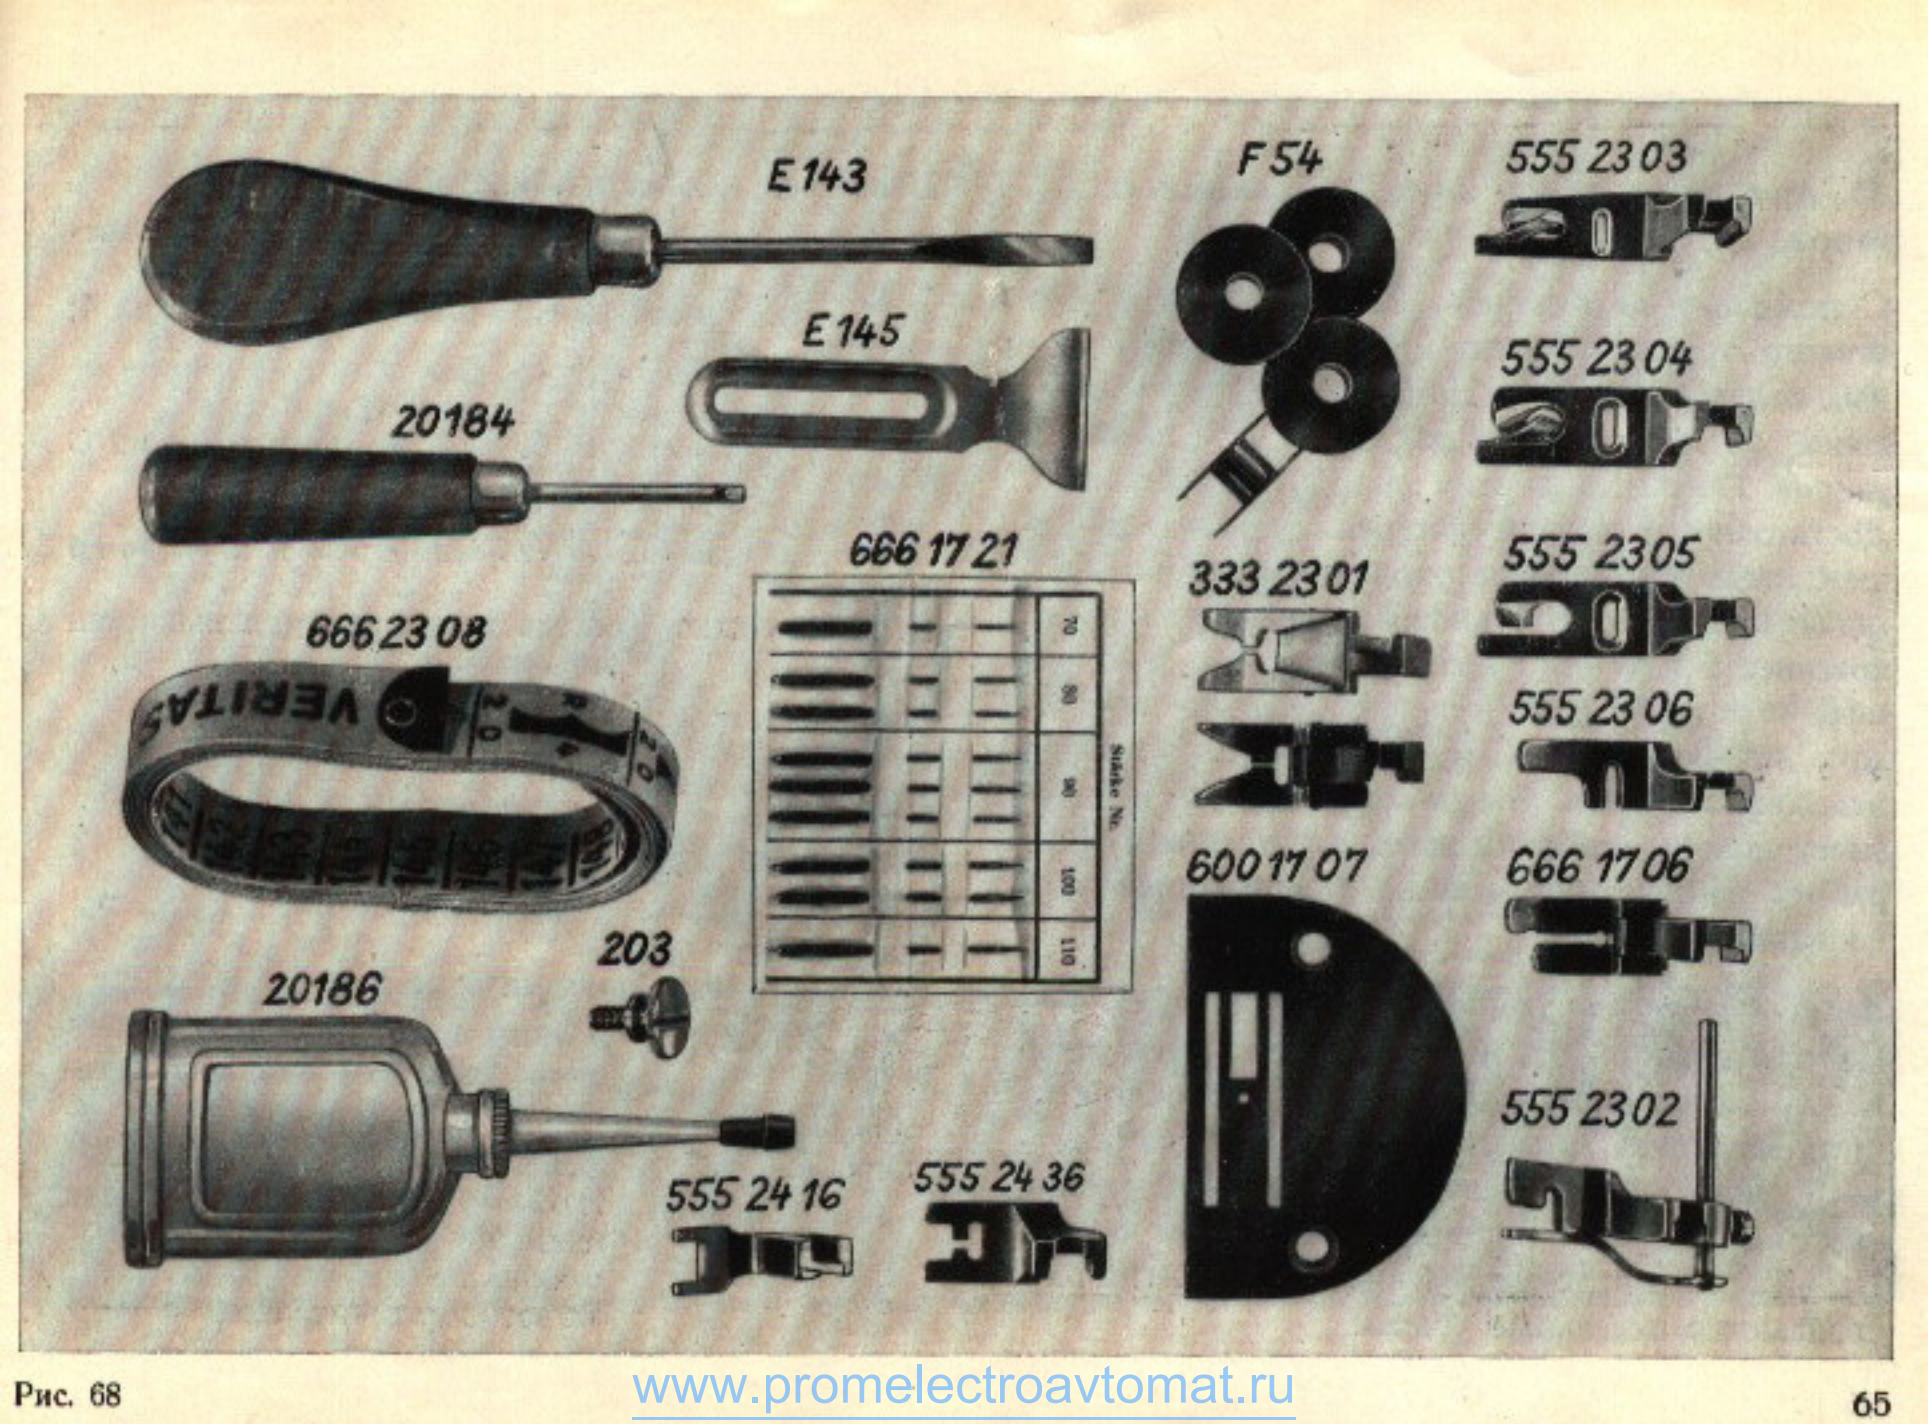

Рис. 68
В комплект машины входят следущие принадлежности (рис. 68)
Лапка	лапка для отделочного шва (заказ № 333 2301, рис. 68). Для швов по узорам от 42 до 48 можно применять лапку для зигзагообразного шва.
49. Узкий подрубатель (заказ № 555 2303, рис. 68) **и широкий подрубатель** (заказ № 555 2304, рис. 68)
50. Лапка - запошиватель (заказ № 555 2305, рис. 68)
51. Лапка для узкого зигзагообразного и прямого шнурового швов (заказ № 555 2306, рис. 68)
52. Лапка (заказ № 666 1706, рис. 68) **и игольная пластинка** (заказ № 600 1707, рис. 68) **для прямых швов**
(заказ № 555 2302, рис. 68)
(заказ № 333 2301, рис. 68)
(заказ № 555 2436, рис. 68)
(заказ № 555 2416, рис. 68)
57. Линейка (заказ № Е 145, рис. 68)